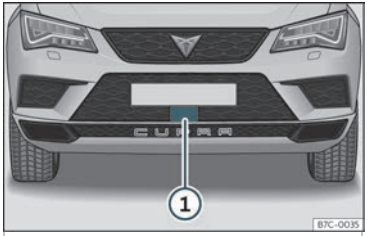

Fig. 212 No parachoques dianteiro:sensor de radar.
No parachoques dianteiro vai montado un sensor de radar para captar a situación do tráfico ››› **fig. 212 ①**.